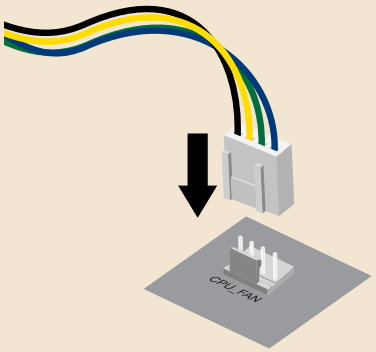

Figura 20.6: Instale o conector de alimentação na placa-mãe.
9. Em alguns casos, há um cabo Y como mostrado na Figura 20.5, com uma ponta que você deve instalar no conector "CPU FAN" da placa-mãe, como mostrado na Figura 20.6. Você deverá conectar, nas outras duas pontas, a ventoinha do sistema e a bomba d'água.
10. Em outros modelos, a bomba d'água traz um cabo que deve ser instalado ao conector "CPU FAN" da placa-mãe, como mostra a Figura 20.6, e a ventoinha do sistema de refrigeração deve ser instalada a um conector disponível no bloco do processador.
FAN" da placa-mãe (ver *Figura 20.6*). No caso de haver duas ventoinhas, você deverá ligar uma no conector "CPU FAN" e a outra no conector "CPU FAN2", "CPU AUX" ou similar. Caso sua placa-mãe não tenha mais de um conector para ventoinhas de processador, então, você deverá instalar um cabo Y no conector "CPU FAN" para poder ligar as duas ventoinhas a este conector.